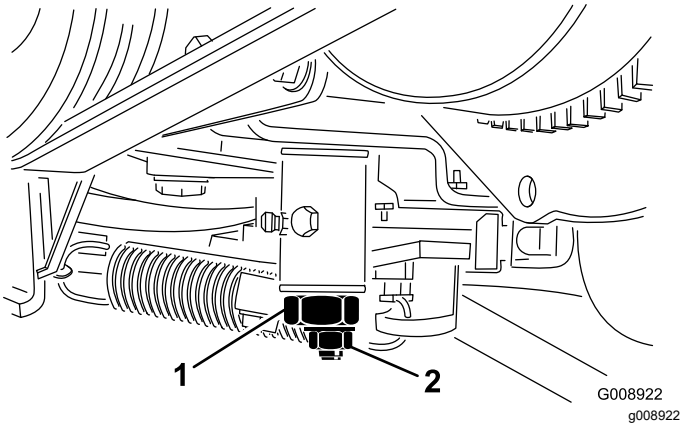

Figur 59
3. Løsn låsemøtrikken på traktionsjusteringsknasten (Figur 59).